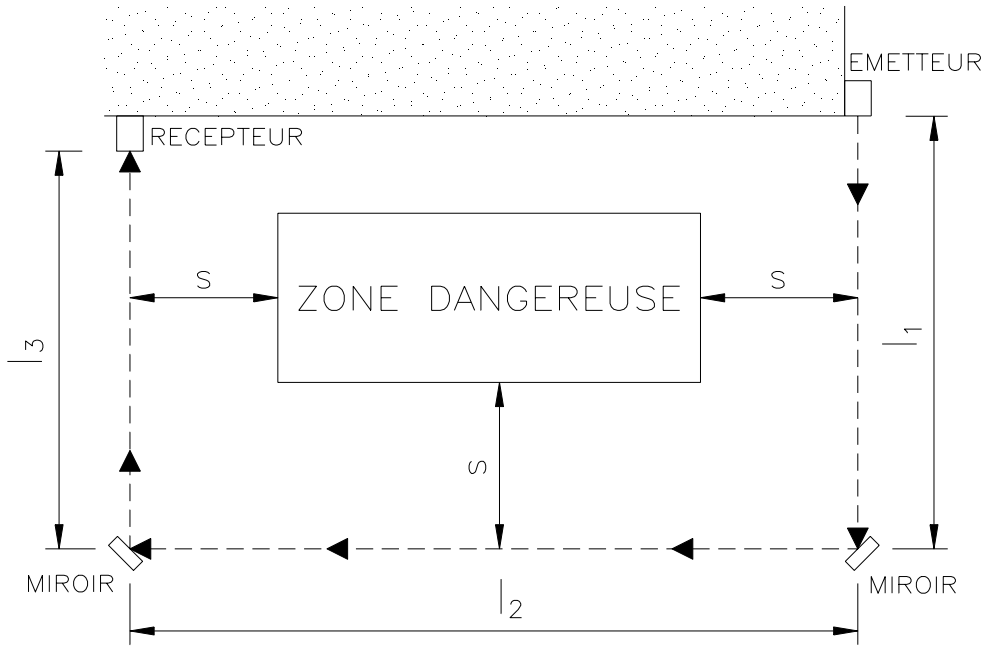

Figure 18
La Figure 18 montre une application utilisant deux miroirs de renvoi pour réaliser une protection en U.
- Monter les miroirs de sorte que la distance minimale de sécurité **S** (Figure 18) soit respectée sur chaque côté de la zone dangereuse.